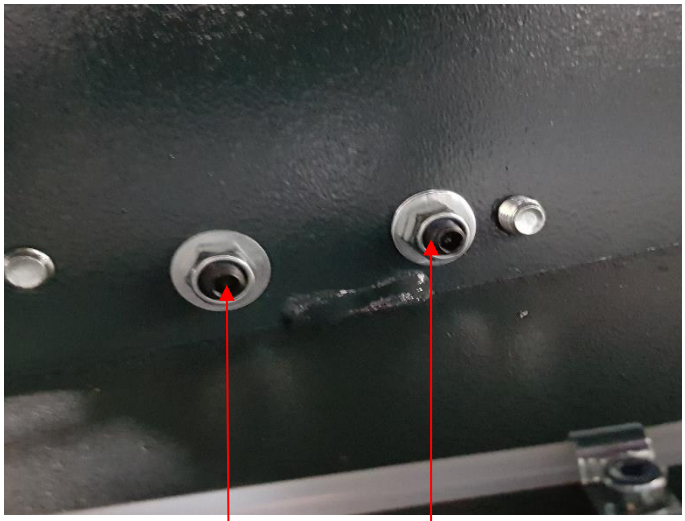
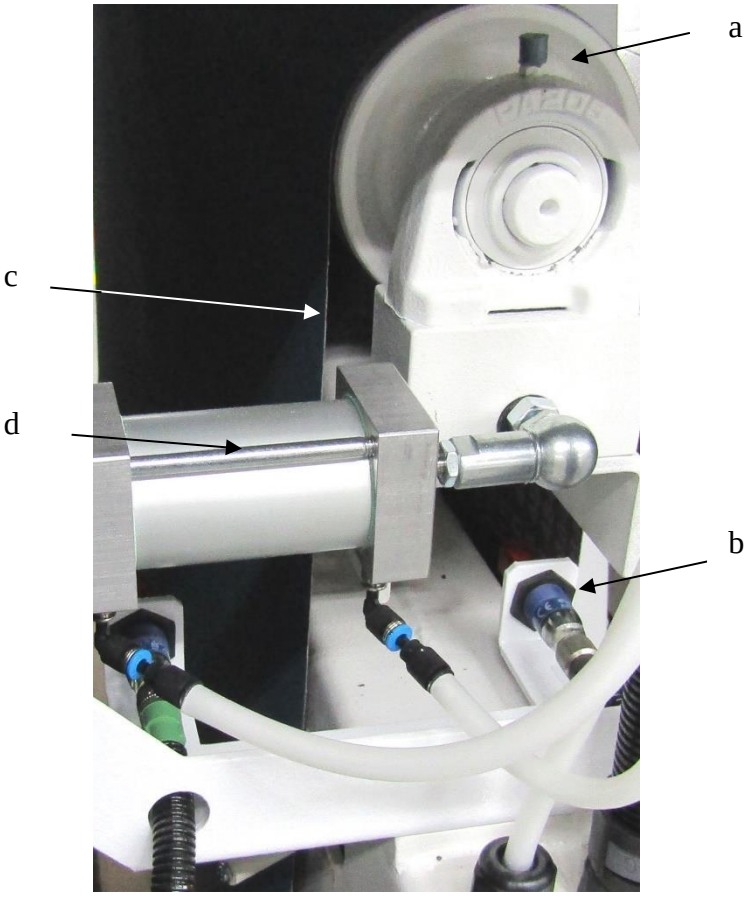

Fig 8.10
Fig. 8.11
3. Réajustez en tournant la vis de la clé Allen (Fig 8.11 b) vers l'intérieur ou l'extérieur. De ce fait, le support (Fig 8.10 a) se déplace vers le châssis de la machine. Pendant cette opération, vérifiez le comparateur à cadran. Lorsque la vis est vissée, le rouleau de pression se déplace vers le bas. Lorsque la vis est dévissée, le rouleau de pression se déplace vers le haut.